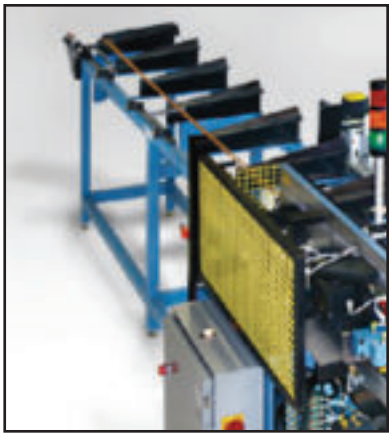

**Figure 1**
**Cutoff Machine.** Saw-type cutoff machines often are used to cut long lengths of raw tubing. These blanks can range from several feet to 40 ft., and occasionally longer. Commonly used loading devices for a cutoff machine are the magazine loader (see **Figure 1**) and bundle loader.